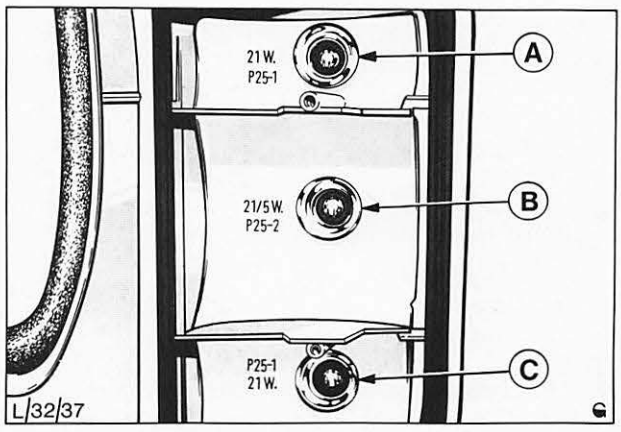

Abb. 24 Glühlampen – Rückleuchte (Turnier)
2. Entsprechende Glühlampe nach links drehen und aus der Fassung herausnehmen, Abb. 24.